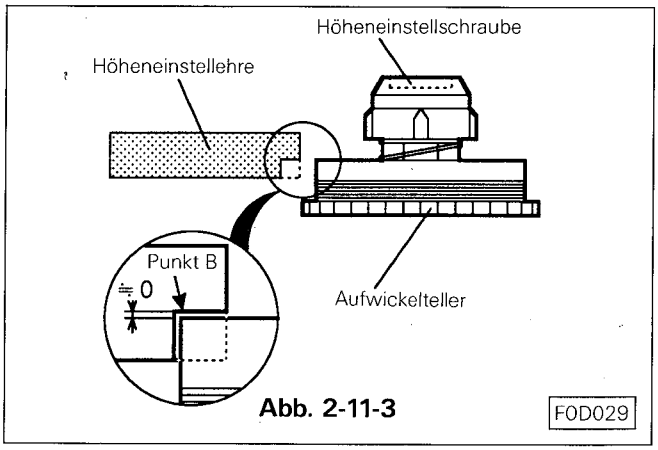

Abb. 2-11-3 FOD029
F. Die Lehre vorsichtig um Punkt A mit der Markierung TU zum Wickelteller bewegen. Die Aussparung B an der Lehre bestimmt die Höhe des Wickeltellers. Siehe Abb. 2-11-3.
G. Die Höhe des Wickeltellers kann über die Schraube in der Mitte der Oberseite des Wickeltellers eingestellt werden. Für die Einstellung den Wickelteller festhalten. (Siehe Abb. 2-11-3)